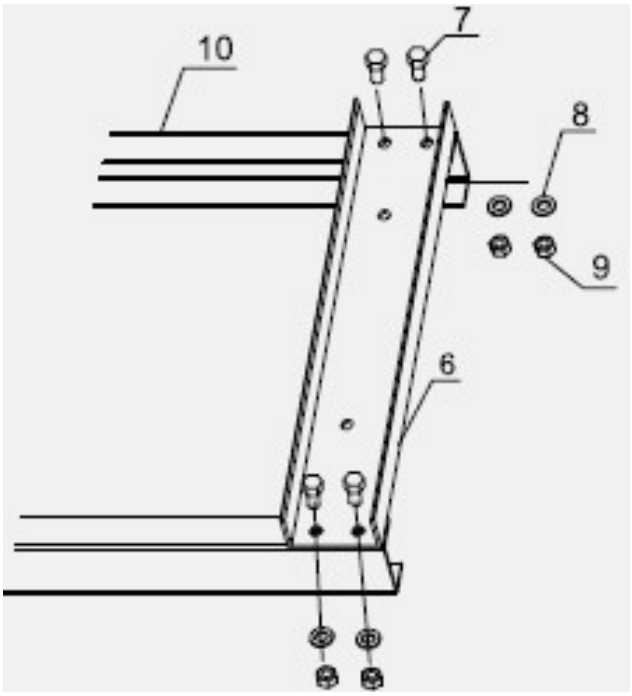

Рис. 1
2. Поместите стойки рамы (10) на устойчивую, плоскую и ровную поверхность. Совместите отверстия на верхней балке (6) с отверстиями в верхней части стоек рамы (10) и закрепите их на месте болтами (7), шайбами (8) и гайками (9). См. рисунок 1.